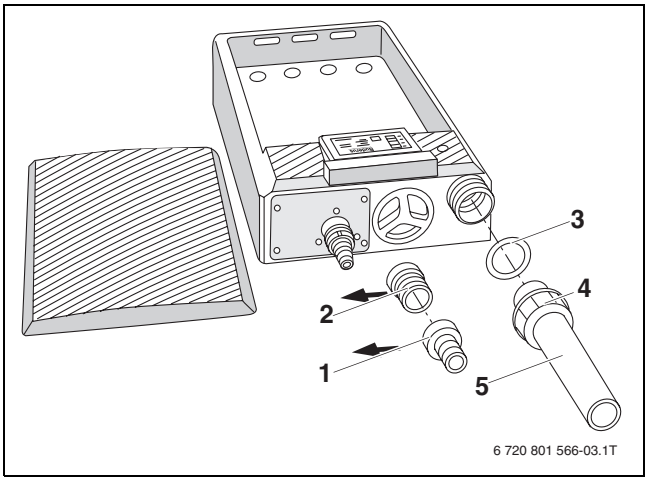

Рис. 3 Установка трубы ПВХ
Для трубы выхода конденсата из котла Ø 40 мм входной штуцер на устройстве нейтрализации (EKO) нужно заменить на трубу из ПВХ (→ рис. 3).
- Отверните накидную гайку, удалите наконечник шланга (→ рис. 3, [1]) и переходник (→ рис. 3, [2]).
- Закрепите трубу ПВХ (→ рис. 3, [5]) с уплотнением (→ рис. 3, [3]) накидной гайкой (→ рис. 3, [4]).